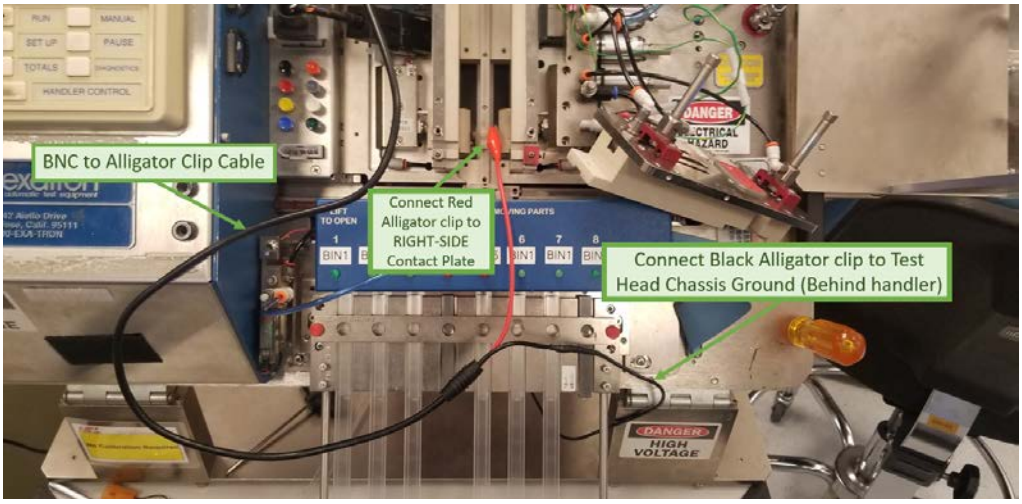

Figure 6
d. Carefully close the **Handler Plexiglass Cover** making sure the **BNC to Alligator Clip Cable** routes under the **bottom of the handler** and does not become crimped or damaged when the **Handler Plexiglass Cover** is closed (see Figs. 6 & 7)